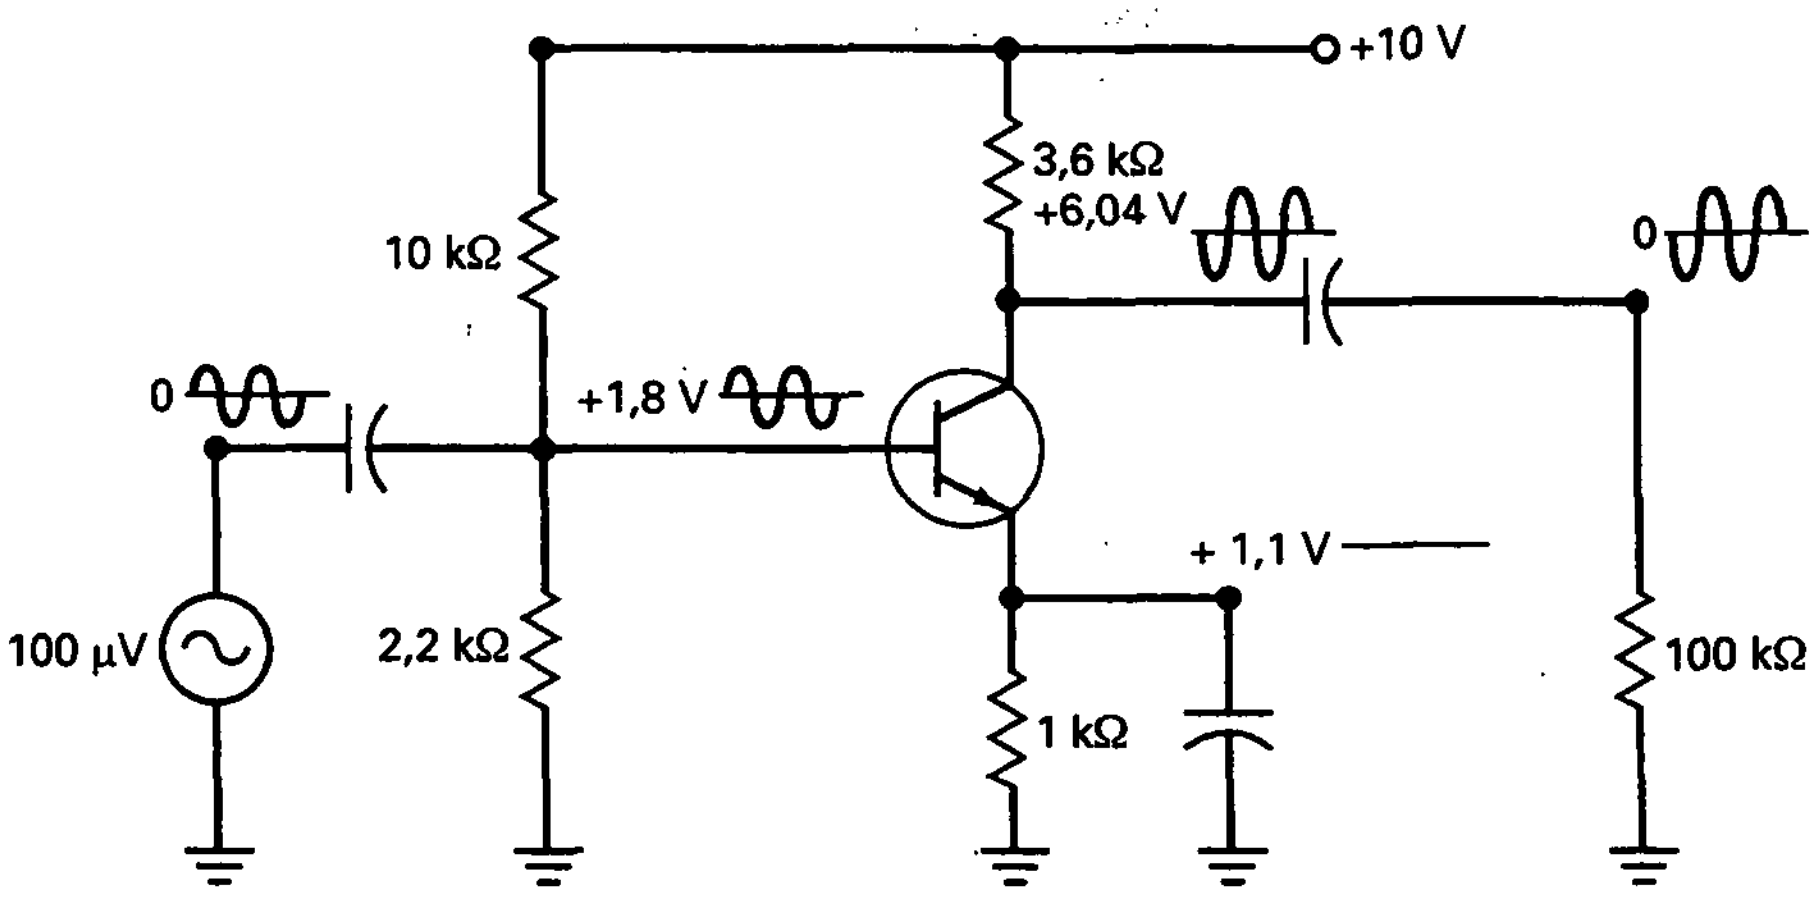

Figura 9-7. Amplificador PDT y formas de onda.
La Figura 9-7 muestra un *amplificador con polarización por divisor de tensión* (PDT). Para calcular las tensiones y corrientes continuas se abren mentalmente todos los condensadores. Después, el circuito del transistor se simplifica al circuito PDT analizado en el Capítulo 8. Los valores de continua para este circuito son:
En la Figura 9-7, la tensión de la fuente de señal es 100 μV. Esta tensión se acopla a la base. A causa del condensador de desacoplo, toda esta tensión alterna aparece en el diodo base-emisor. La corriente alterna de la base produce entonces una tensión alterna de colector amplificada, como se describió previamente.
Fíjese en las formas de onda de la tensión de la Figura 9-7. La tensión de la fuente de señal es una tensión sinusoidal pequeña con un valor medio de cero. La tensión de la base es una tensión alterna superpuesta a una tensión continua de +1,8 V. La tensión de colector es la tensión alterna amplificada e invertida superpuesta a la tensión continua de colector de +6,04 V. La tensión en la carga es la misma que la tensión de colector, excepto que tiene un valor medio de cero.
El amplificador PDT de la Figura 9-7 es la forma estándar de construir un amplificador a transistores discreto. *Discreto* significa que todos los componentes, como resistencias, condensadores y transistores se insertan y conectan individualmente para obtener el circuito final. Un *circuito discreto* se diferencia de un *circuito integrado (IC)* en que todos los componentes se crean y conectan simultáneamente en un *chip*, un pedazo de material semiconductor. En capítulos posteriores se explicará *el amplificador operacional*, un amplificador en circuito integrado que produce ganancias de tensión mayores que 100.000.